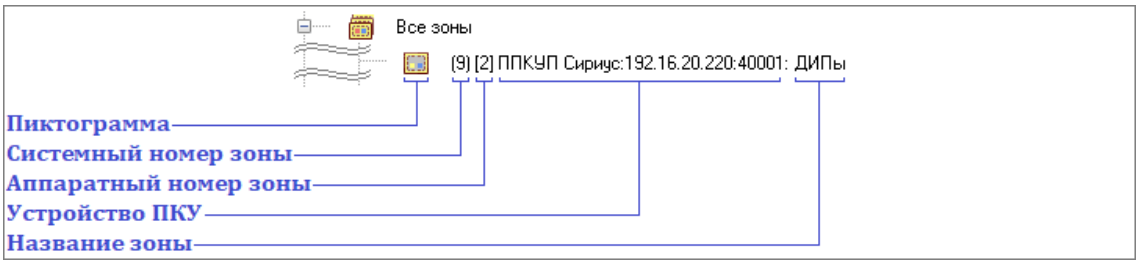

Рисунок 6-289 Отображение объекта "Аппаратная зона" в дереве зон как принадлежащего узлу "Все зоны"
– узлу «Все зоны» (см. Рисунок 6-289),